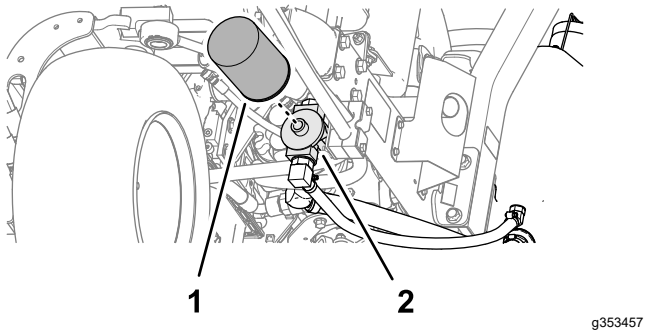

Figur 88
2. Rengör runt området där filtret ska monteras. Placera ett avtappningskärl under filtret (Figur 88) och avlägsna filtret.